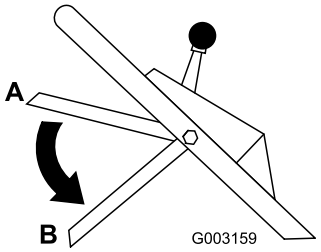

Rysunek 19
10. Zwolnij dźwignię sterującą ostrzem - patrz: pozycja B, jak przedstawia Rysunek 19. Usłyszysz głośny stukot. Po 3 sekundach ostrze powinno się zatrzymać.
2. Przesuń dźwignię sterującą ostrzem do najniższej pozycji (pozycja B, jak przedstawia Rysunek 19).